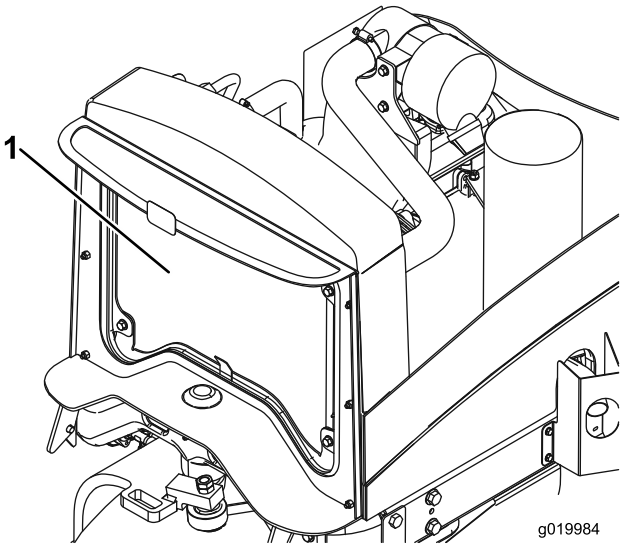

Figur 57
2. Rengör noga båda sidor av kylaren och oljekylaren med vatten eller tryckluft (Figur 57).